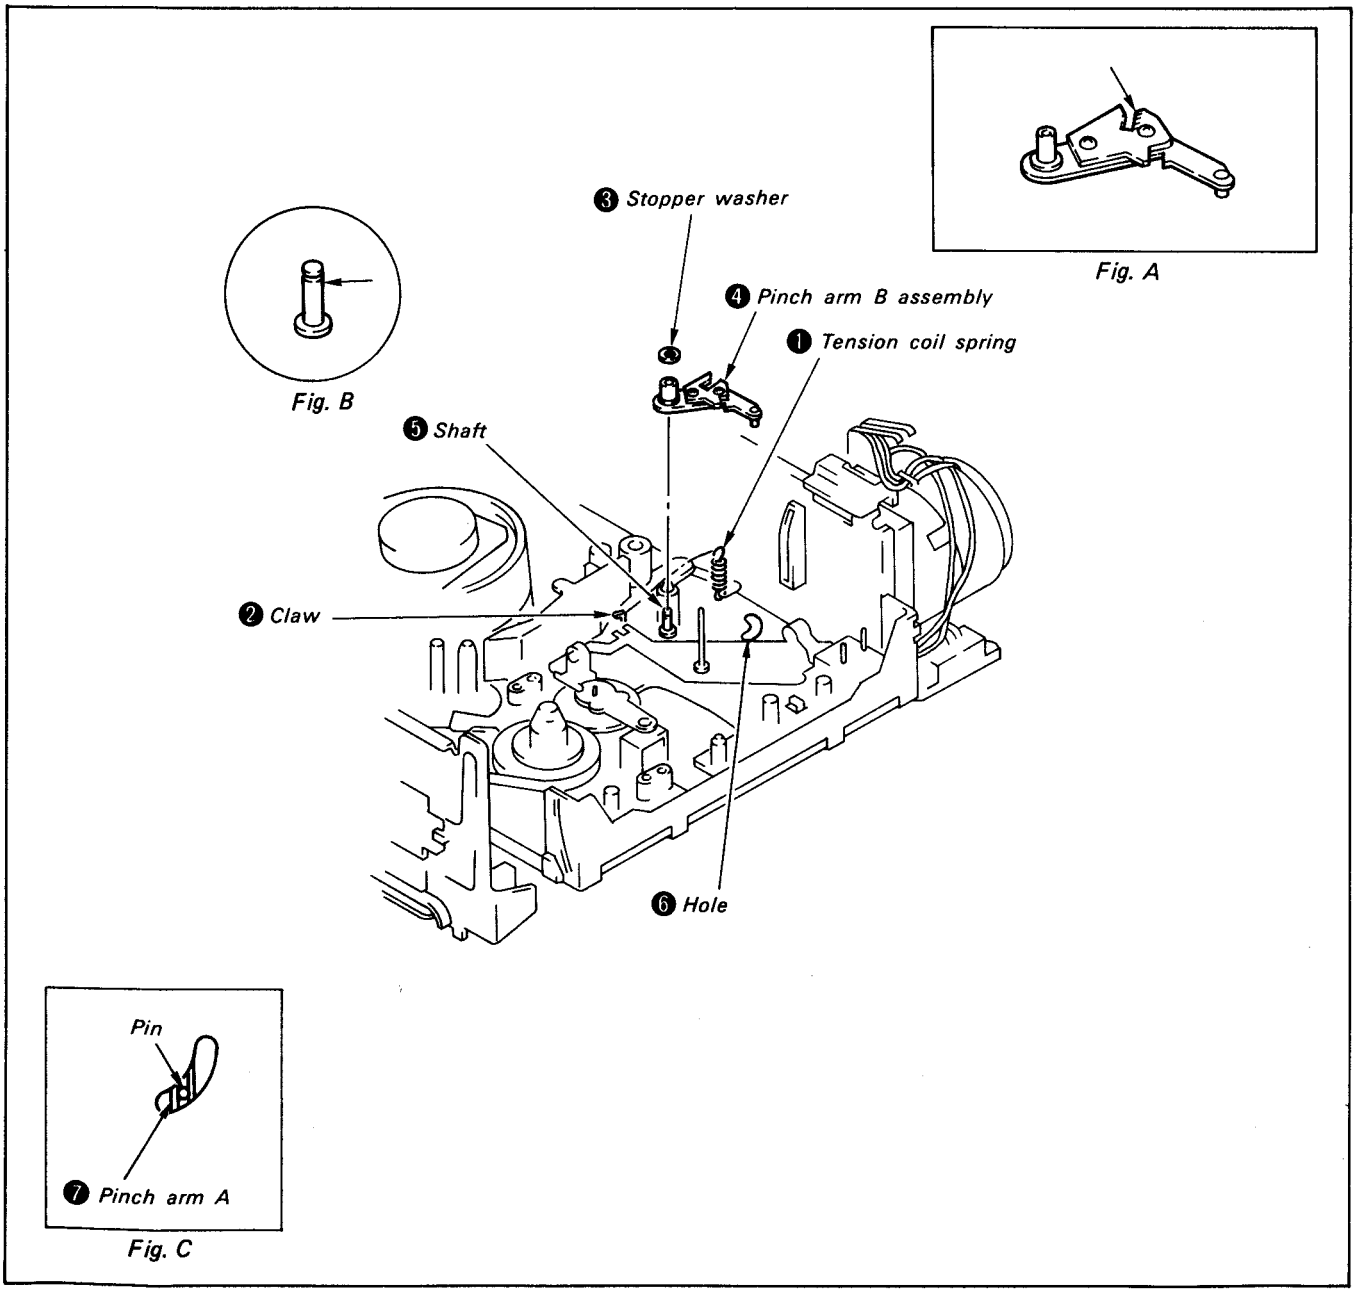

Fig. 2-16
5) Remove tension coil spring ❶ from claw ❷.
6) Remove stopper washer ❸, and remove pinch arm B assembly ❹. (See Fig. 2-16)